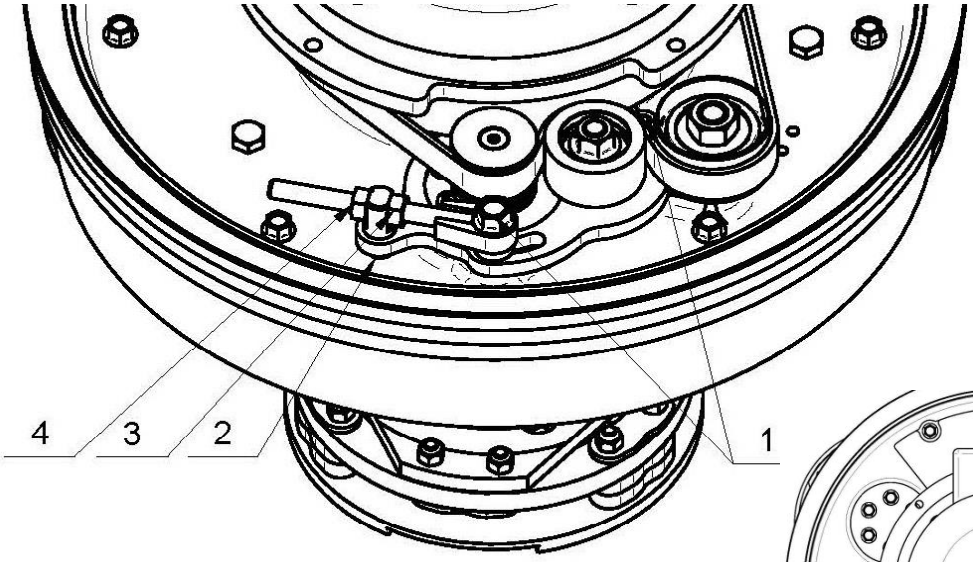
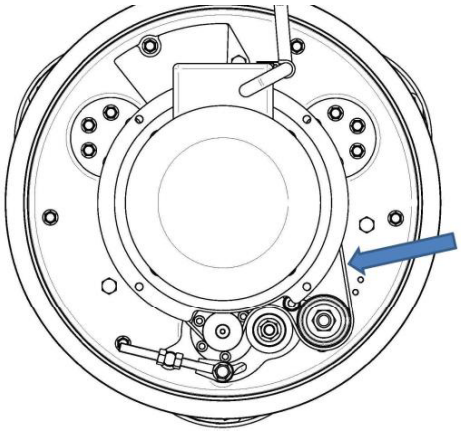

Figure 8.6.2
Figure 8.6.3
If the belt only slipped, it can be retightened. Slightly loosen the two bolts (1) (Fig. 8.6.2) and the nut of the tensioner(2) . Unscrew the stop nut(3). Correct the belt tension using nut (4). Fig. 8.6.3 shows where to measure the belt tension with frequency tester Opribelt TT3 . The frequency should be 300 Hz.